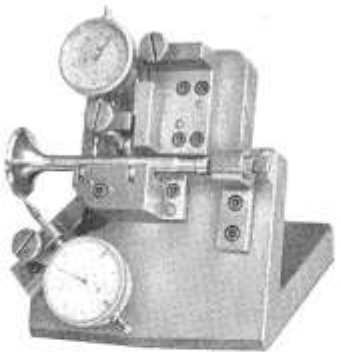

Bild 19: **Prüfen des Ventilschaftes und -tellers auf Schlag**
a) Ventile reinigen und auf Schlag prüfen (Bild 19). Ventilteller muß konzentrisch zum Ventilschaft sein. Ist der Totalschlag größer als 0,02 mm, so muß der Ventilteller auf einer Ventilschleifmaschine nachgeschliffen werden.